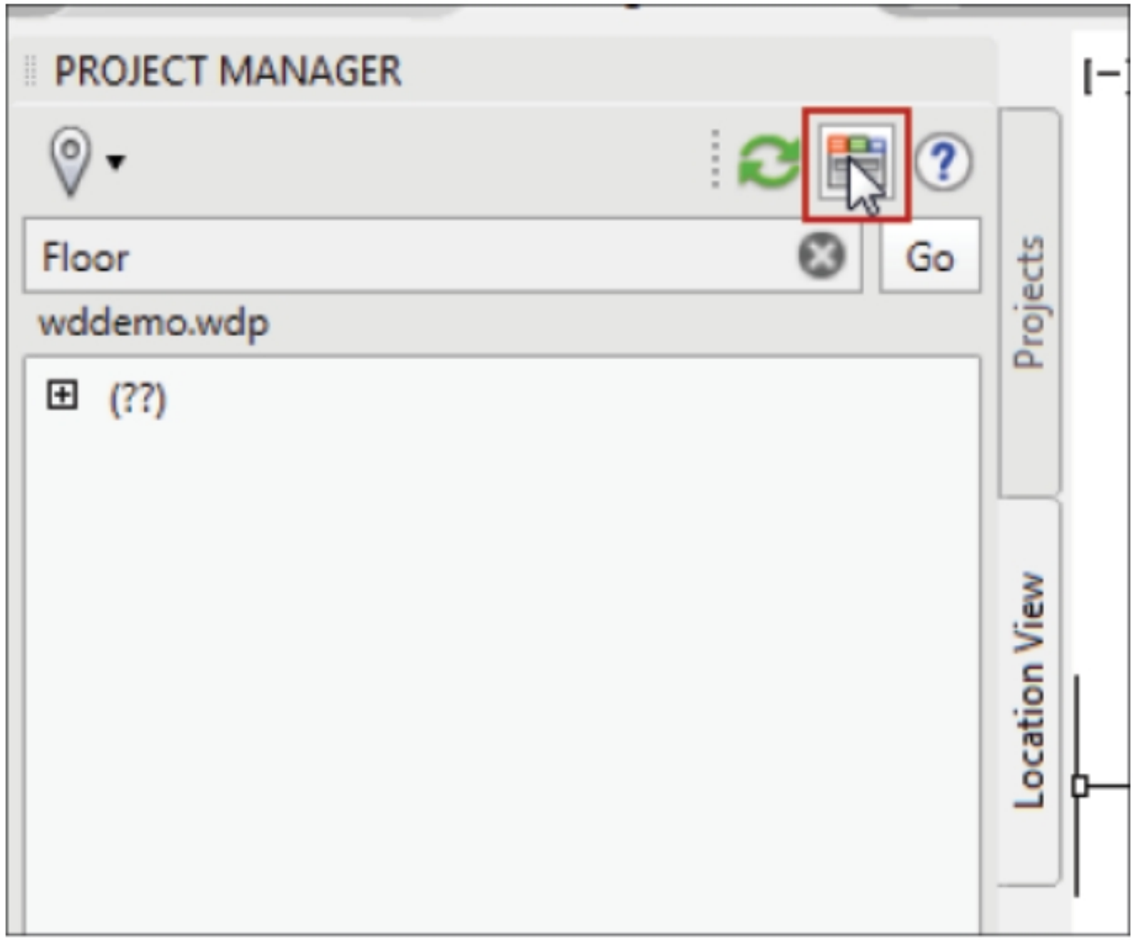
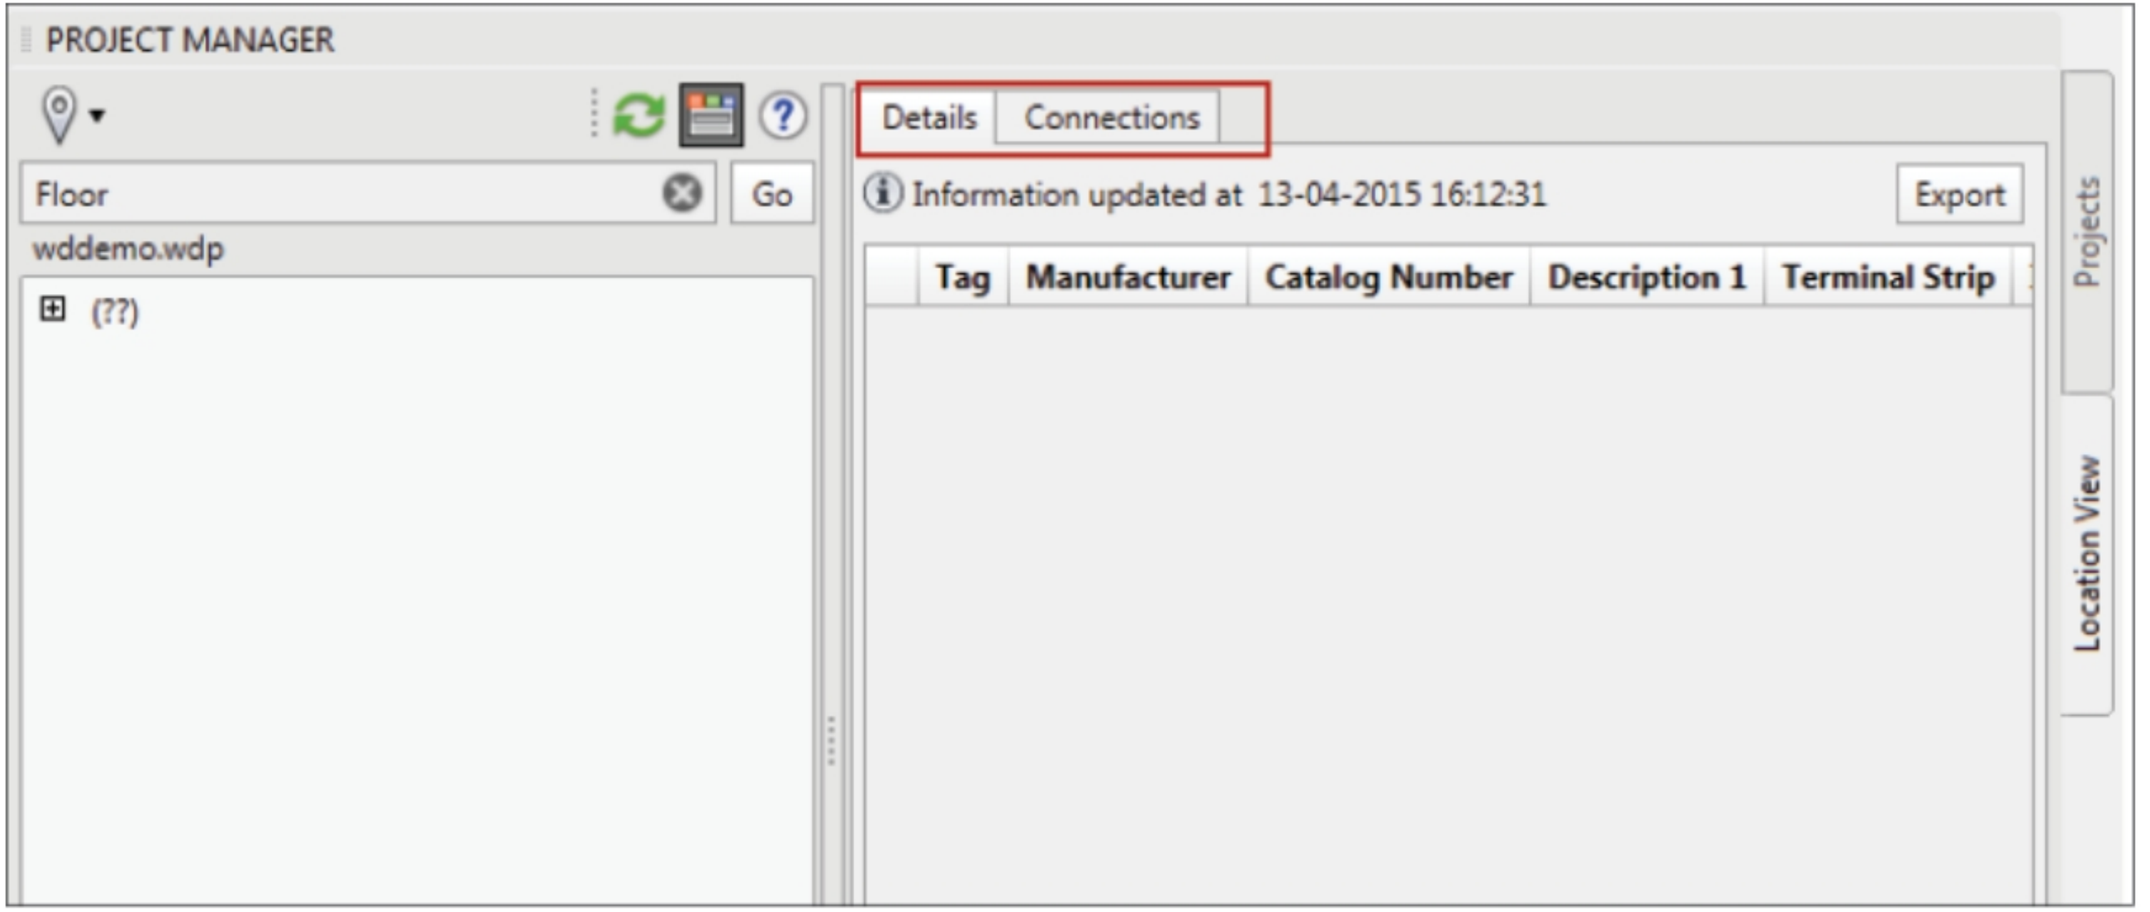

Figure-47. Display Details and Connections button
Figure-48. Details and Connections tabs
- Click on the **Display Details and Connections** button from the **Project Manager**; refer to Figure-47. The **Details** and **Connections** tabs will be added in the **Project Manager**; refer to Figure-48.